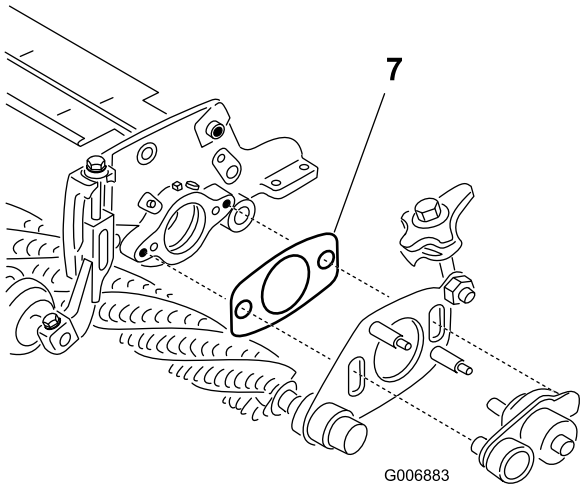

Figuur 48
7. Zorg dat het opvulstuk (Figuur 48) tussen de draaiplaat van de groomer op de aangedreven zijde en de zijplaat van het maaidek niet wordt bekneld door de draaispil. Het opvulstuk moet onbelemmerd kunnen bewegen.